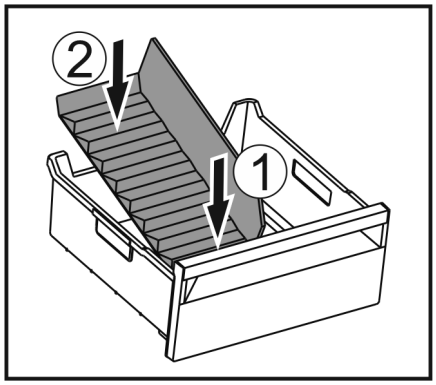

Fig. 154
▶ Voorste deel van de ijsvak-scheider plaatsen. *Fig. 154 (1)*
▶ Achterste deel van de ijsvak-scheider tot de bodem van de lade laten zakken. *Fig. 154 (2)*